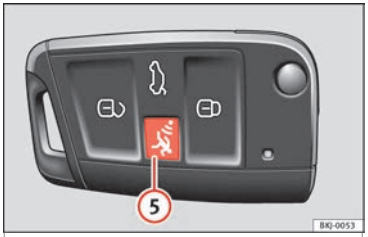

Rys. 136 Kluczyk samochodowy z przyciskiem alarmu.
Przycisk alarmu należy naciskać tylko w sytuacji awaryjnej ››› rys. 136 ⑤! W momencie jego naciśnięcia rozlega się klakson samochodu i przez chwilę migają kierunkowskazy. Kolejne naciśnięcie przycisku wyłącza alarm.